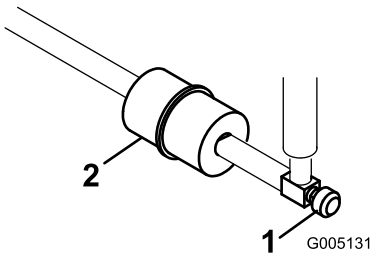

Figuur 49
Er bevindt zich een leidingfilter in de brandstofleiding tussen de brandstoftank en de carburateur (Figuur 49). Vervang het filter om de 800 bedrijfsuren of eerder als de brandstofstroom wordt belemmerd. Let erop dat het peil op het filter van de brandstoftank af wijst.
1. Sluit de brandstofafsluitklep, maak de slangklem op het filter aan de kant van de carburateur los en verwijder de brandstofslang van het filter (Figuur 49).
2. Plaats een opvangbak onder het filter, maak de andere slangklem los en verwijder het filter (Figuur 49).